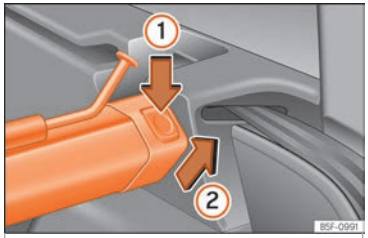

Fig. 180 In the boot: removing the partition net.
- Press the left or right release catch ››› Fig. 180 in the direction of the arrow (1).
- Remove the casing from the support in the direction of the arrow ››› Fig. 180 (2).
- Press the casing into the left and right supports in the opposite direction to the arrow ››› Fig. 180 (2) until it engages.